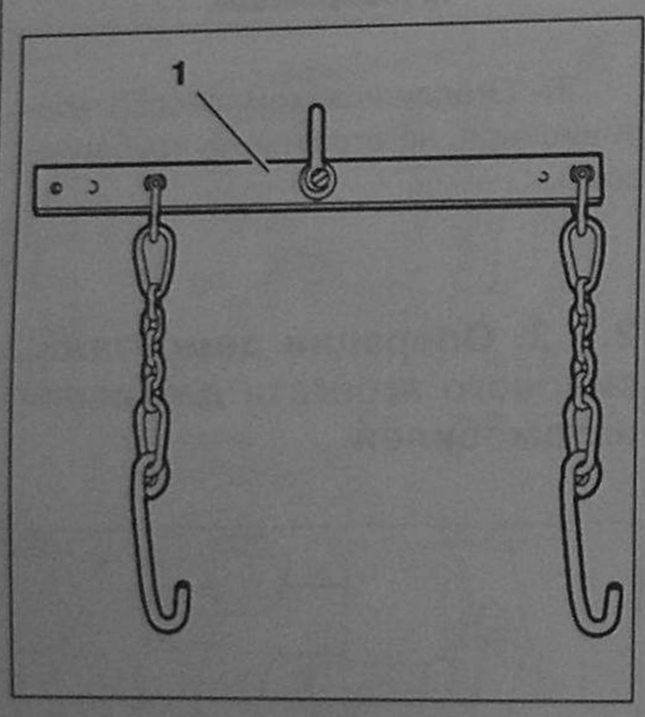

Рис. 4.94. Траверса 2517-T bis для подъема силового агрегата.
41. Установите на место траверсу 2517 – T bis (рис. 4.94).